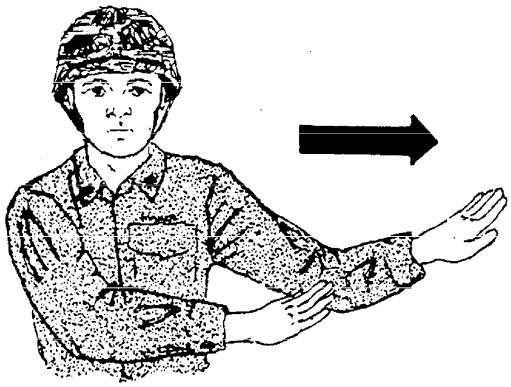

Figure 11-31.—To direct helicopter sideways.
3. To Direct Helicopter Sideways. Extend your arms and palms out to your side with your palms facing the direction that the helicopter should move. Move your hands in a manner that simulates pushing the helicopter in the desired direction. (See fig. 11-31.)